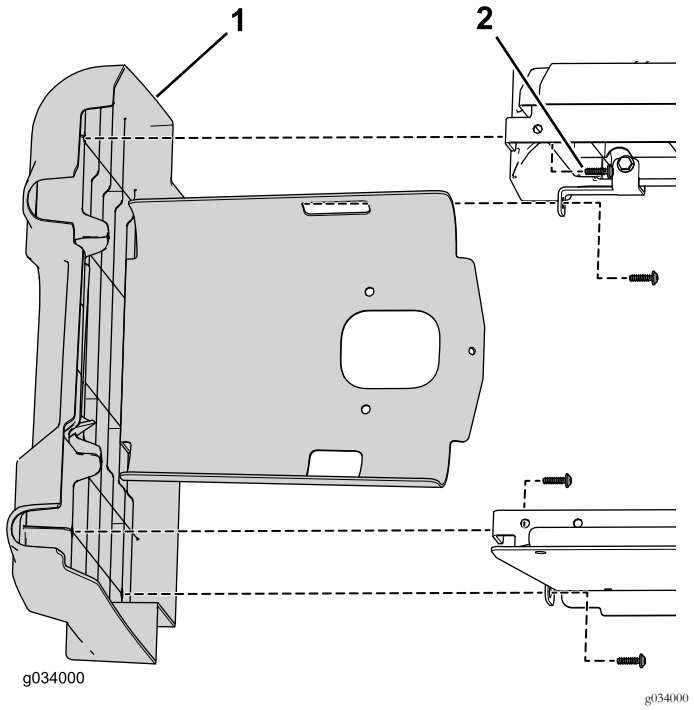
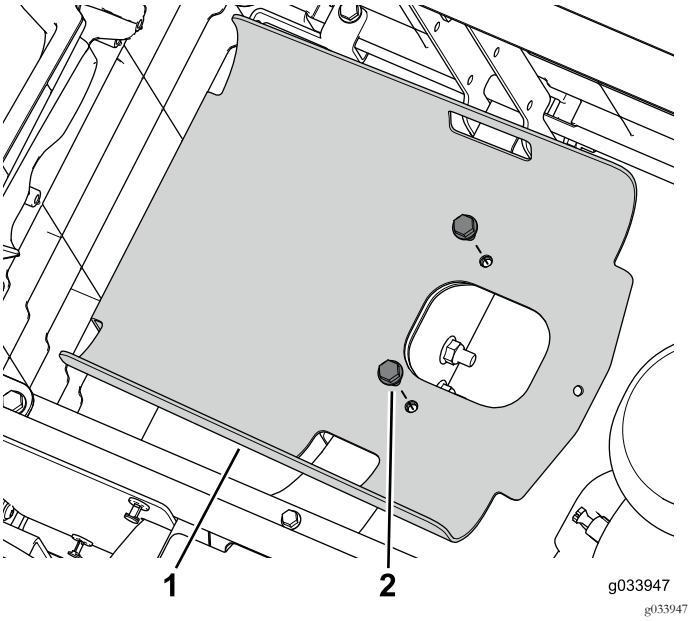

Figura 46
Figura 47
4. Utilizzate la bulloneria rimossa in precedenza per montare il gruppo del pannello sinistro originario sui pannelli della base del sedile posteriori (Figura 46 e Figura 47).